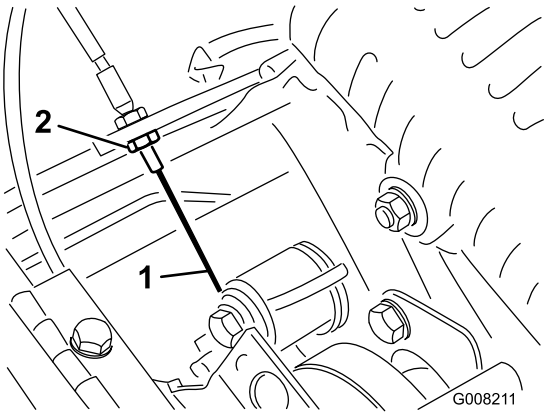

**Figura 46**
3. Para aumentar a tensão do cabo, desaperte a porca de bloqueio do cabo dianteiro e aperte a porca de bloqueio do cabo traseiro (Figura 46) até que seja obtida uma força de 3 a 4 kg, de maneira a que se possa engatar o controlo de tracção. Meça a força no botão de controlo.